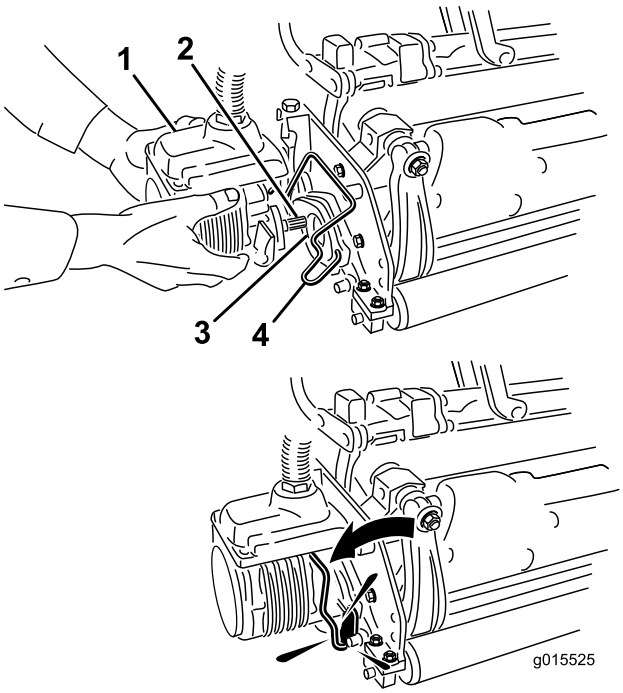

Figure 15
11. Enduisez de graisse propre l'arbre cannelé du moteur de plateau de coupe (Figure 15).
12. Insérez le moteur dans le côté gauche du plateau de coupe (vu de la position de l'utilisateur) et tirez la barre de retenue du moteur située sur le plateau de coupe vers le moteur jusqu'à ce qu'un déclic soit entendu des deux côtés du moteur (Figure 15).